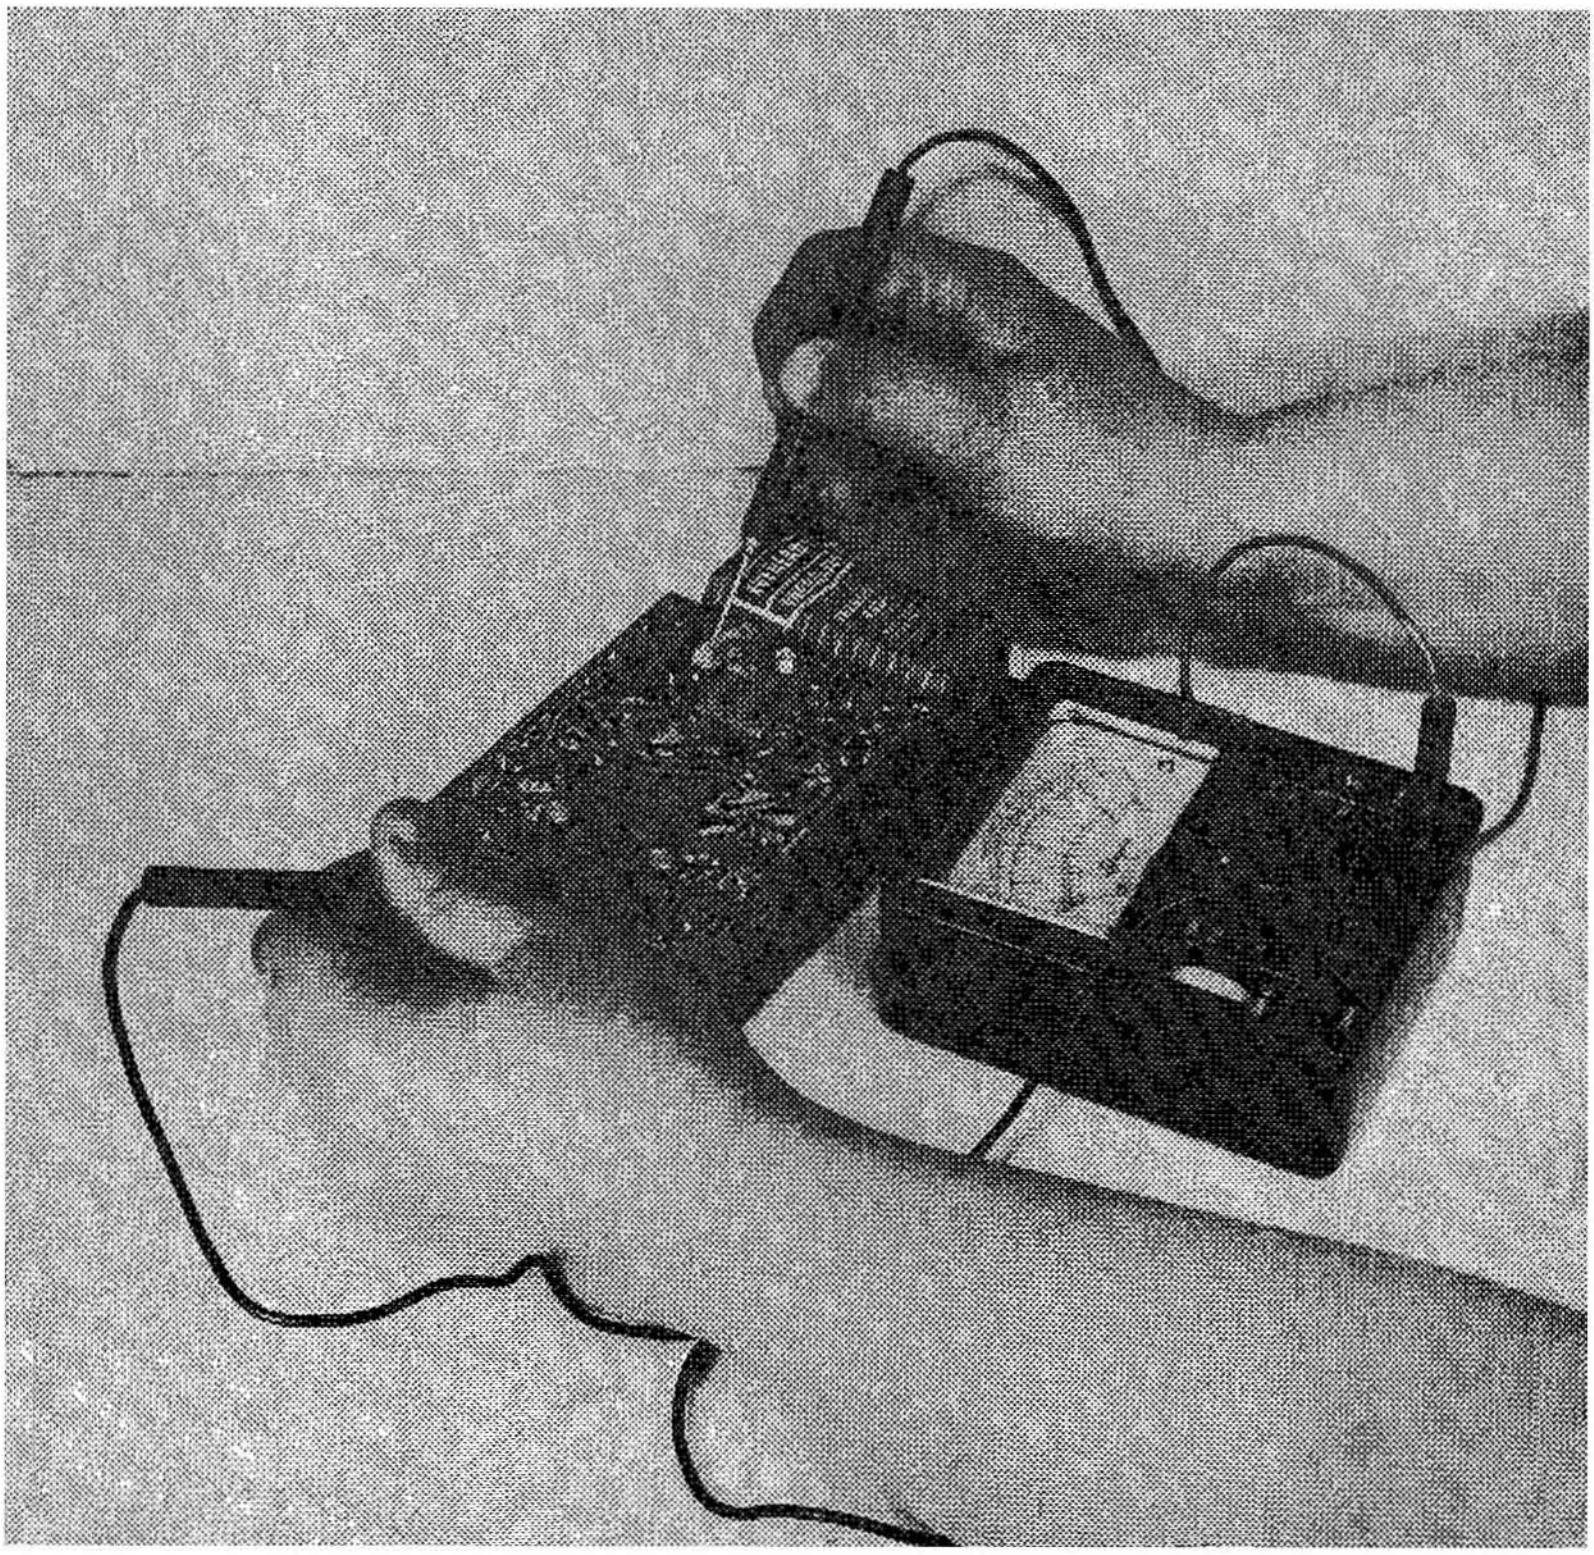

Fig. 1-19: A multirange Volt-Ohm-Milliammeter or Multitester is used for both RESISTANCE and VOLTAGE (or CURRENT) tests.
2) Using a D.C. Voltmeter, check voltages between each transistor's electrodes and circuit "ground," taking care to observe correct polarity. See Fig. 1-19.